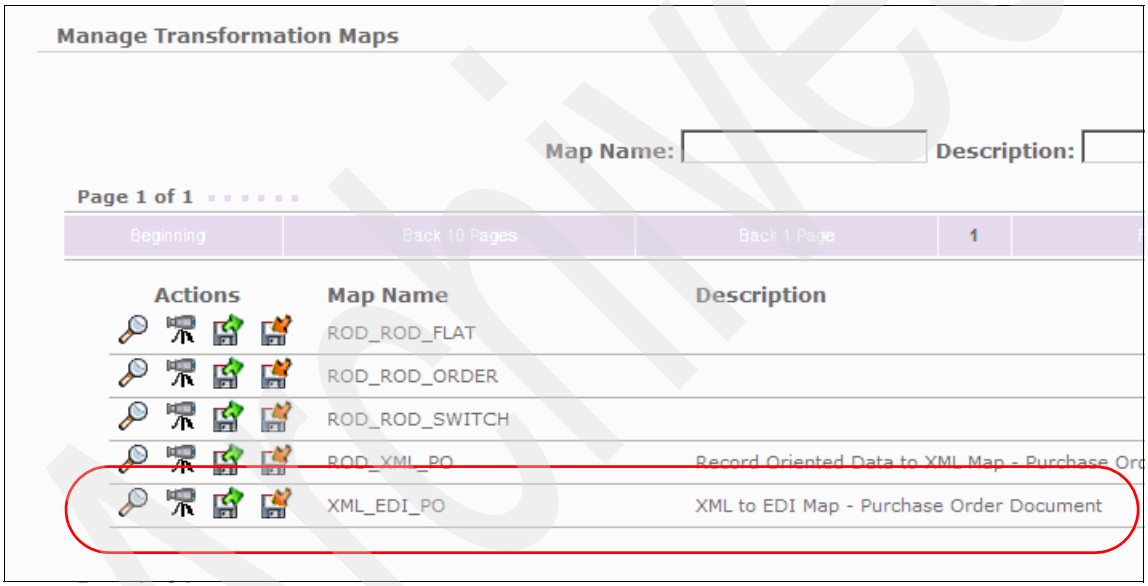

Figure 19-5 Transformation map XMl_EDI_PO
3. We can see the XML_EDI_PO map under Manage Transformation Maps Tab (See Figure 19-5).